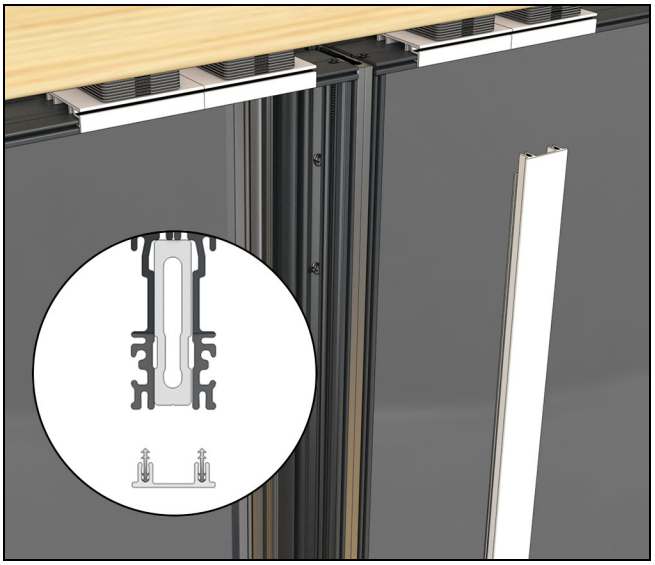

Figure 71
5. Apply the interior aluminum covers. These are barbed on and can be seated with a rubber mallet. Make sure the covers are flush to the interior accessory kerf. See Figure 71.